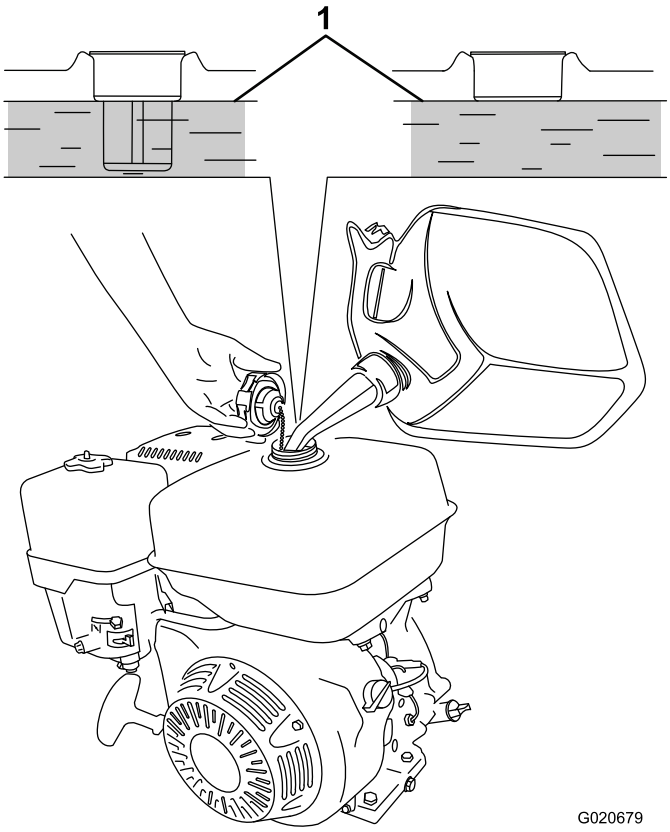

Figura 34
3. Añada combustible al depósito de combustible hasta que el nivel llegue al borde inferior del nivel máximo de combustible, según se muestra en Figura 34.